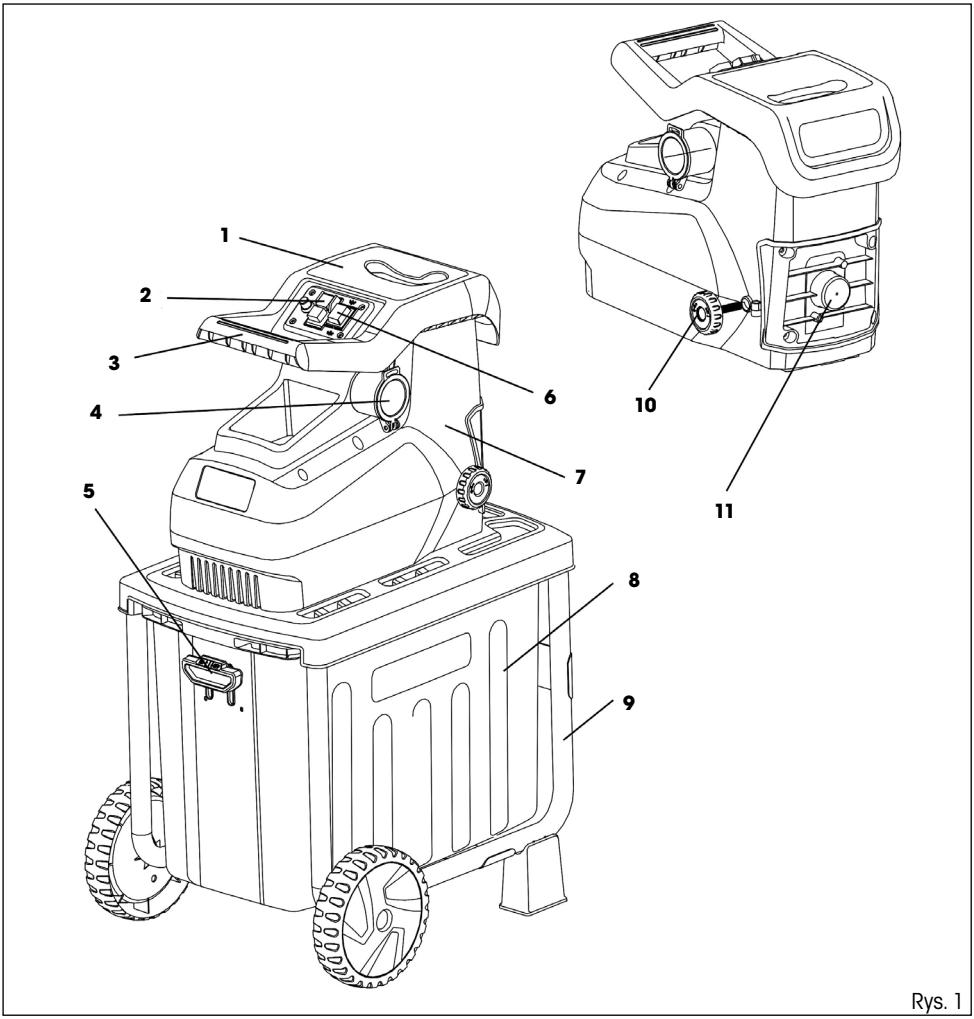

Rys. 1
Opis maszyny (por. Rys. 1)
- Rękojeść pojemnika na ścinki (Rys. 1, punkt 5) jest ze względów bezpieczeństwa wyposażona w zabezpieczenie.
Pokrywa bębna tnącego (Rys. 1, punkt 11).